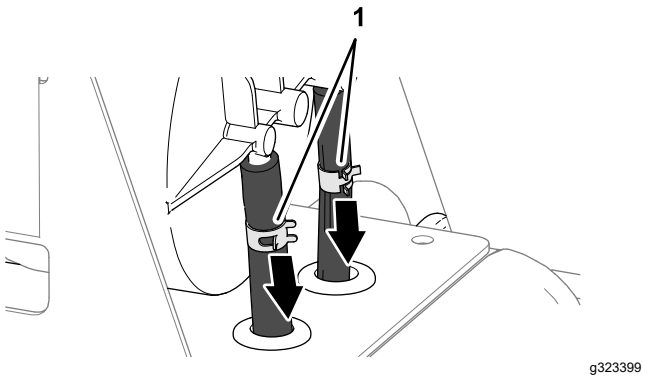

Figura 84
3. Desaperte as 2 braçadeiras de tubos que fixam os tubos aos encaixes do recipiente de carbono (Figura 84).